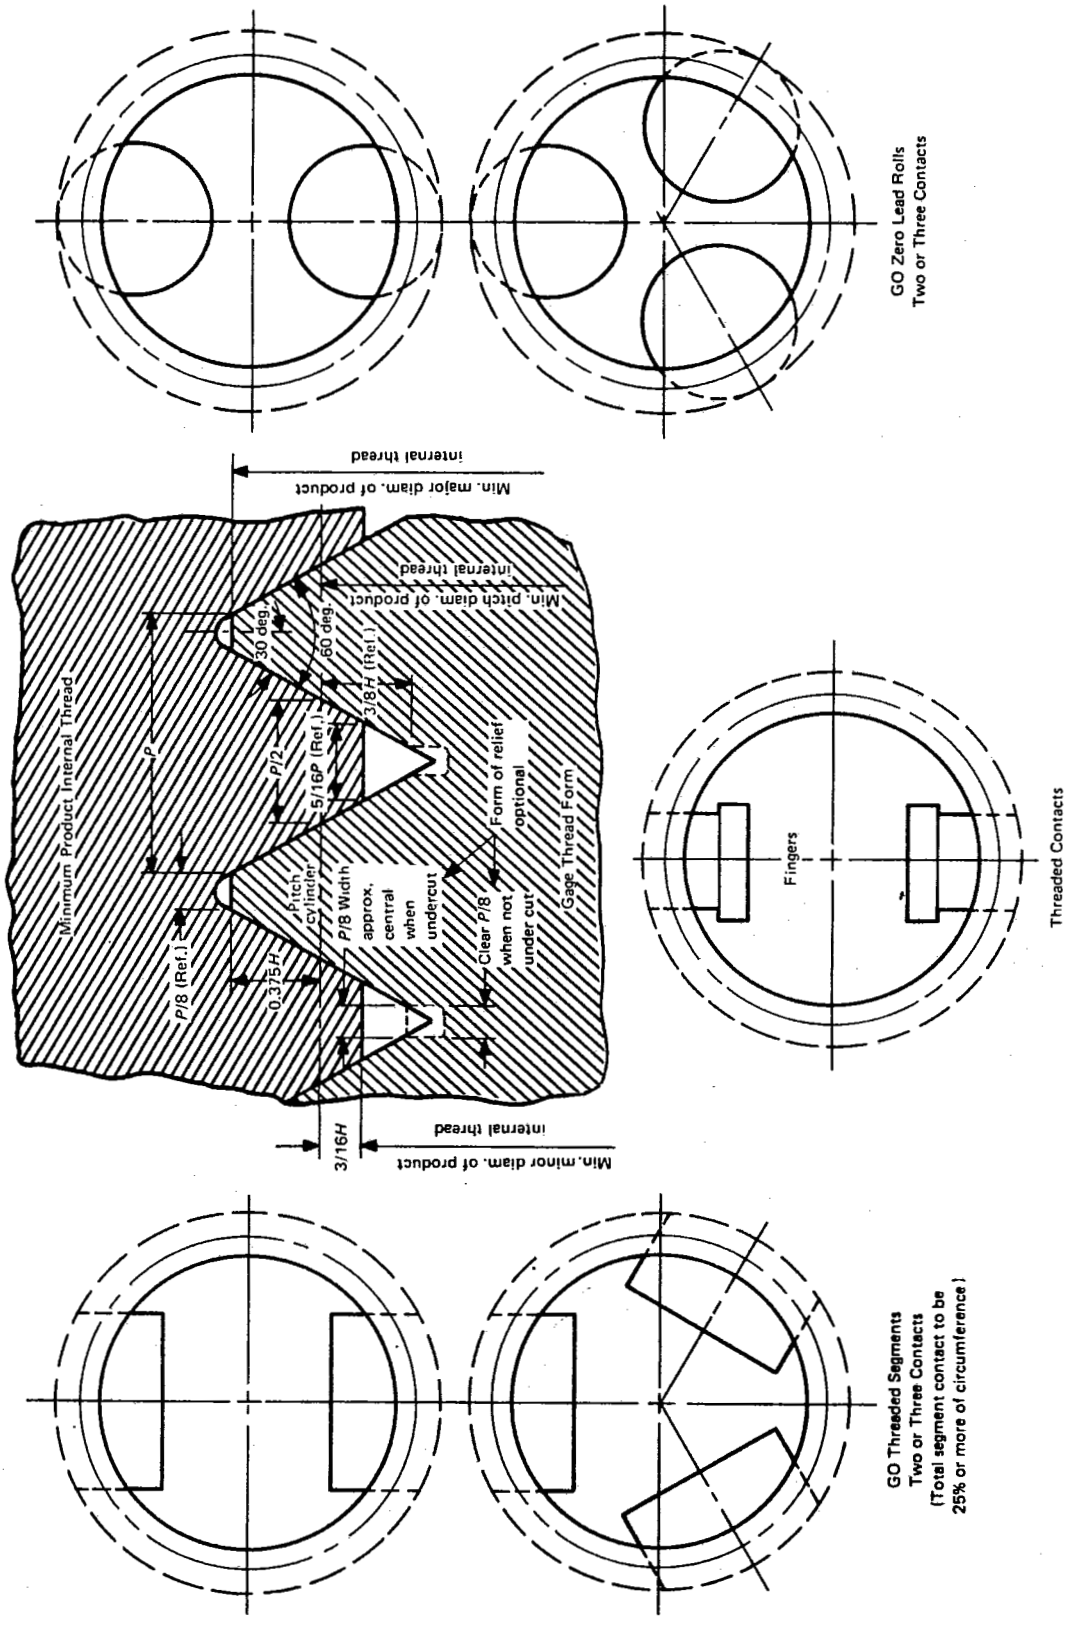
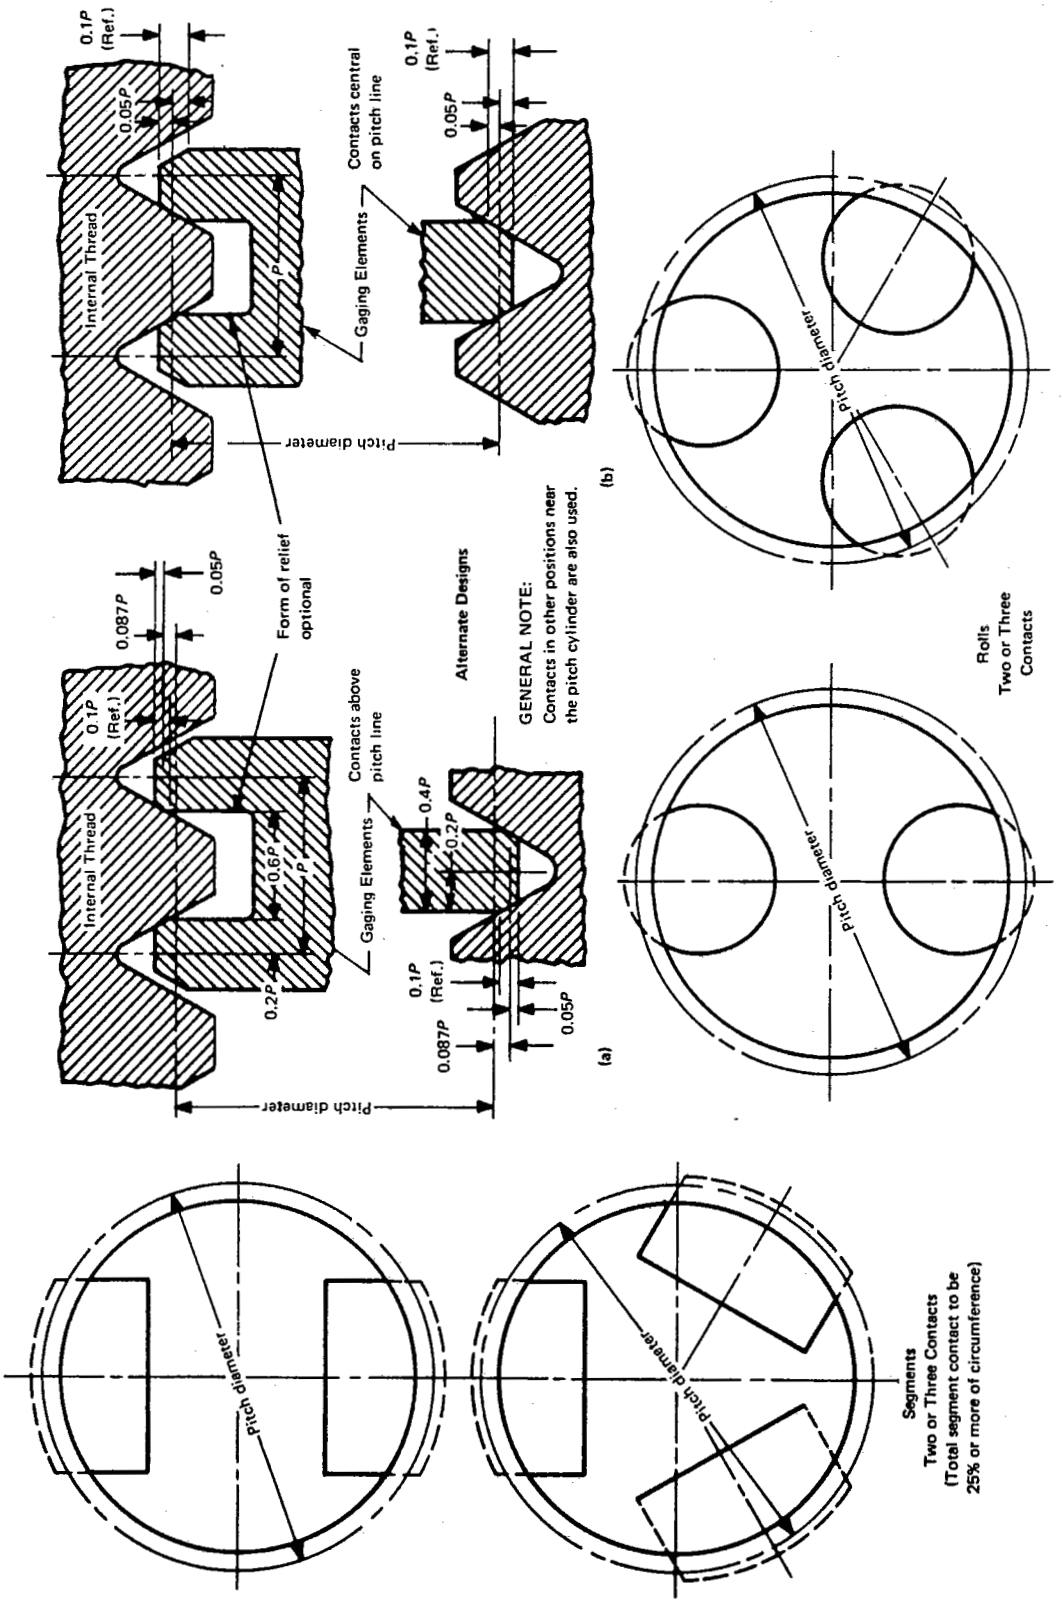
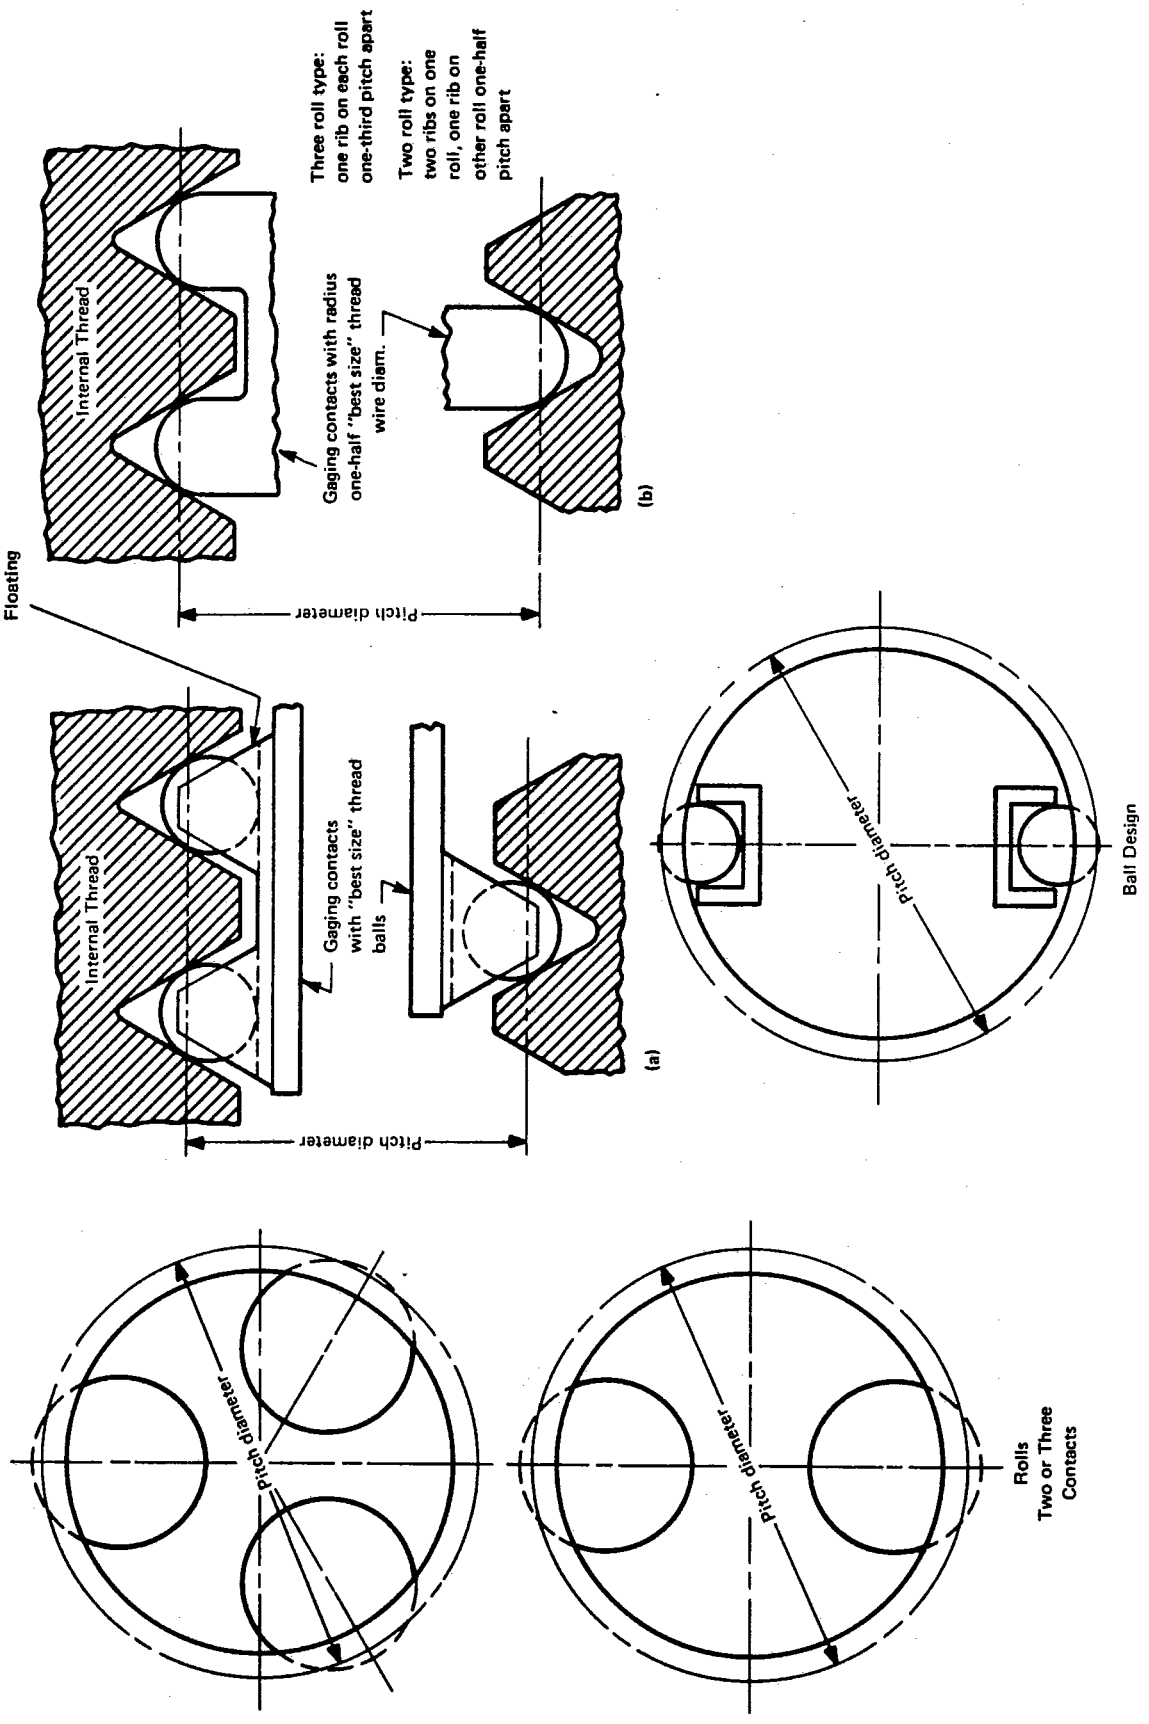

FIG. 13 INDICATING THREAD GAGES — MAXIMUM-MATERIAL GO FUNCTIONAL LIMIT AND SIZE
FIG. 14 INDICATING THREAD GAGES — MINIMUM-MATERIAL PITCH DIAMETER LIMIT AND SIZE — CONE AND VEE (Ref. Table 2 — Columns C_1 and C_2)
FIG. 15 INDICATING THREAD GAGES — MINIMUM-MATERIAL PITCH DIAMETER LIMIT AND SIZE — BALL AND RADIUS (Ref. Table 2 — Columns D_1 and D_2)
4.11.3 Thread Form. The specifications for thread form on GO functional segments, rolls, or fingers are summarized in Table 7 and Fig. 13.
4.12.3 Thread Form. The specifications for cone and vee segments are shown in Fig. 14; the ball design and thread-groove diameter type are shown in Fig. 15.
4.12.4 The major diameter of the cone and vee segments or rolls are made to the manufacturer's standard (see Figs. 14 and 15).
4.13.3 Thread Form. The specifications for thread form on vee segments or rolls are summarized in Fig. 14. Plain contacts have line bearing on minor diameter of product. Balls are "best size" thread ball contacting thread at pitch line.
4.14.3.1 Cumulative Thread-Element Differential Gaging. Indicating gages have either three contacts at 120 deg. spacing or two contacts at 180 deg. spacing. The indicating gages with segments or rolls as shown in Figs. 13 and 17A, sketch (a), give the functional size indicating reading Z. The indicating gage with cone and vee segments or rolls with one thread pitch engagement at pitch line (Fig. 14), thread-groove diameter type, and ball-insert type (Fig. 15), all shown in Fig. 17A, sketch (c), give the pitch diameter size indicating reading X. The difference in the indicator readings X − Z between the types of gages gives the cumulative thread-element differential reading, which corresponds to the pitch diameter equivalent $\Delta D_2 c$ for the combined lead (helix), flank angle, roundness, and taper variations on the product thread (see Fig. 17A).
4.14.4.1 Lead (Helix) Differential Gaging. The indicating gage reading Y using the full-form thread segments or rolls with one thread pitch engagement, similar to Figs. 13 and 17A, sketch (b), is compared to the reading Z using the functional size gage shown in Figs. 13 and 17A, sketch (a).
4.14.4.2 Roundness, Straightness, and Taper Differential Gaging. By the use of cone and vee segments or rolls [Figs. 14 and 17A, sketch (c)], thread-groove diameter type [Figs. 15 and 17A, sketch (c)] or PD ball-insert type [Figs. 15 and 17A, sketch (c)], the roundness, straightness, and taper of pitch cylinder are checked. Rotate the product between contacts on thread for maximum difference in roundness readings. Two contacts spaced 180 deg. apart give even lobing out-of-round measurement. Three contacts spaced 120 deg. apart give odd lobing out-of-round measurements. Translate the product thread between contacts along the axis of the thread without rotation for maximum difference in straightness and taper.
4.14.5 Thread Form. The functional segments or rolls [Fig. 17A, sketch (a)] are described in para. 4.11. The full-form one thread vee segment or roll [Figs. 13 and 17A, sketch (b) lower contact] has a depth of thread equivalent to the functional type, but relieved on the outside thread flanks. The full-form cone segment or roll [Figs. 13 and 17A, sketch (b) upper contact] has a $P/8$ flat on outside diameter. The cone and vee segments or rolls [Fig. 17A, sketch (a)] are described and shown in Fig. 14. Thread-groove diameter type [Fig. 17A, sketch (c)] is described and shown in Fig. 15. PD ball-type insert [Fig. 17A, sketch (c)] is described and shown in Fig. 15.
4.17.1 Purpose and Use. One indicating gage using thread-measuring balls as gaging elements to inspect the pitch diameter of the internal thread is shown in Fig. 15, sketch (a). Special fixturing and ball probes may be required when using a three-axis coordinate measuring machine for internal measurement of pitch diameter. See Appendix B, Sections 9 and 10 for more information on thread-measuring balls.